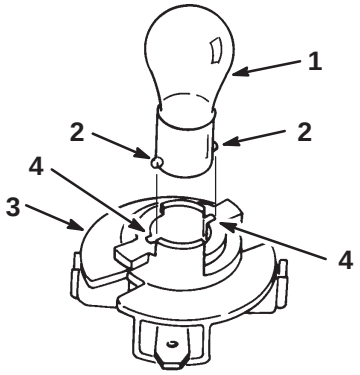

Bild 50
4. Drücken Sie die Birne hinein, drehen sie entgegen dem Uhrzeigersinn bis zum Anschlag (ca. 1/4 Umdrehung) und nehmen sie aus der Birnenfassung heraus (Bild 50).
1. Die Glühbirne hat Nasen an der Seite ihres Unterteils. Fluchten Sie die Nasen auf die Schlitze in der Birnenfassung aus und setzen das Unterteil in die Fassung (Bild 50). Drücken Sie die Birne hinein und drehen sie im Uhrzeigersinn bis zum Anschlag.